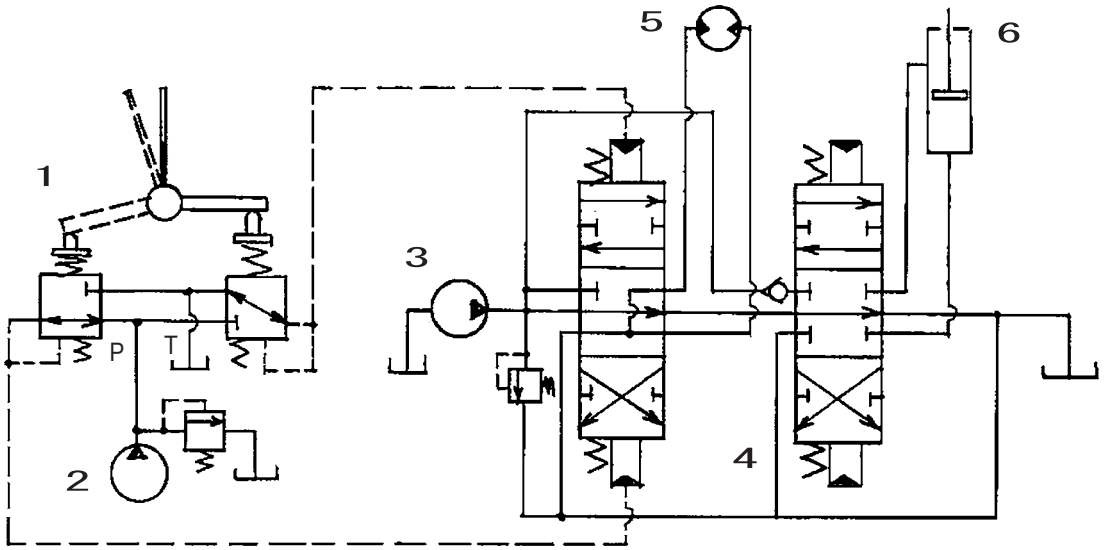
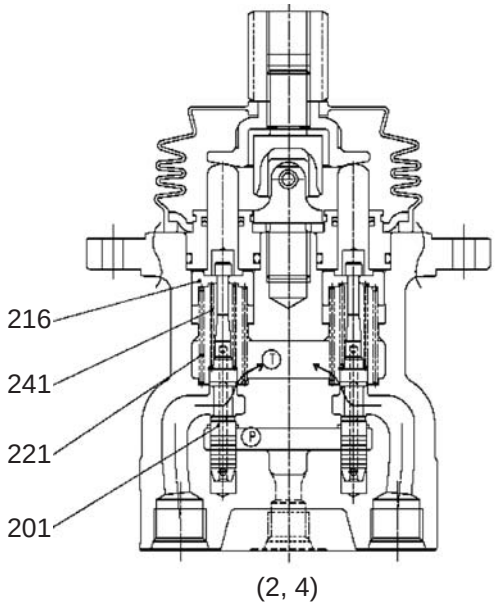
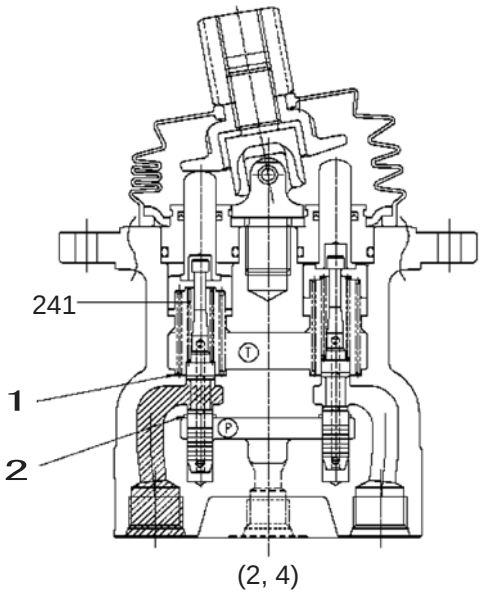

Figure 1 Remote control valve usage example
Figure 2 When handle in neutral
Figure 4 When handle held
(1) External shape diagram (Figure 1) and configuration diagram (Figure 2)
External shape diagram (Figure 1)
Structural diagram (Figure 2)
Operation of the remote control valve is explained based on the hydraulic circuit diagram (Figure 1) and operation explanation diagrams (Figure 2 through Figure 4).Figure 1 is a typical usage example for the remote control valve.
[1] When handle in neutral (See Figure 2.)
[3] When handle held (See Figure 4.)